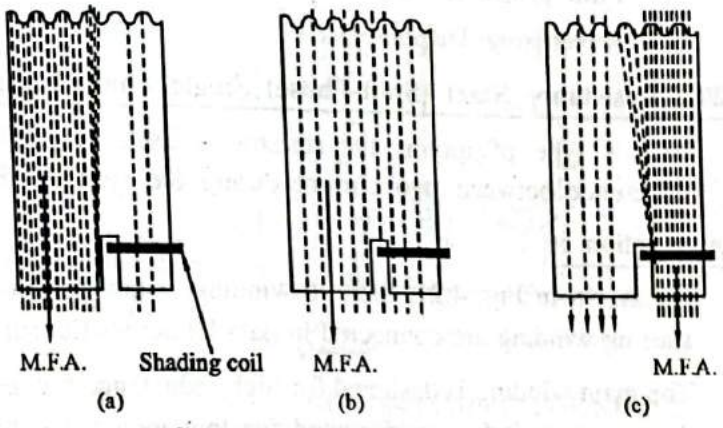

FIG. 4.19 : DISTRIBUTION OF FLUX
1. During the portion A to B, the flux will change from zero to certain value. But, as the inductance of the copper ring will oppose this change, the most of the flux will pass from the un-shaded part and a small amount of the flux will pass from the shaded part. Thus, the magnetic field axis (M.F.A.) is in the un-shaded part. It is shown in Fig. 4.19(a).
2. During portion B to C, the value of the flux is approximately constant. Hence, the distribution of the flux in the shaded part is same as un-shaded part. Thus, the magnetic field axis comes into the center of the pole. It is shown in Fig. 4.19(b).
3. During the portion C to D, the flux will change from certain value to zero. But, again the inductance of the copper ring will oppose this change; the most of the flux will pass from the shaded part. Hence, the magnetic field axis (M.F.A.) is in the shaded part. It is shown in Fig. 4.19(c).